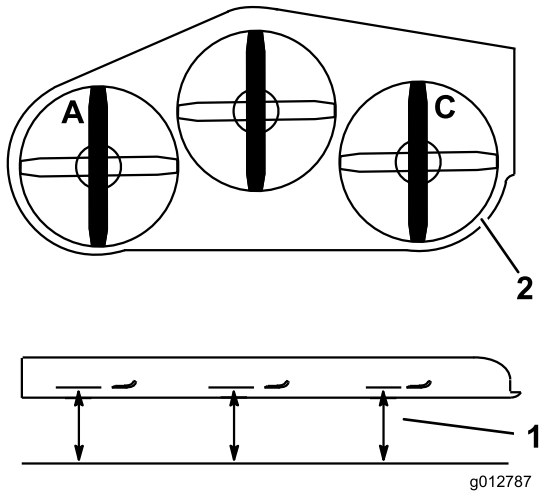

Figur 84
1. Plasser den venstre kniven på langs (Figur 84).
2. Mål den venstre kniven ved **A**-plasseringen, fra en jevn overflate til knivveggen på knivspissen, og noter denne målingen (Figur 84).
3. Plasser den høyre kniven på langs (Figur 84).
4. Mål den høyre kniven ved **C**-plasseringen, fra en jevn overflate til knivveggen på knivspissen, og noter denne målingen (Figur 84).
2. Plasser den venstre kniven på langs (Figur 84).
3. Mål den venstre kniven ved **A**-plasseringen, fra en jevn overflate til knivveggen på knivspissen, og noter denne målingen (Figur 84).
4. Plasser den høyre kniven på langs (Figur 84).
5. Mål den høyre kniven ved **C**-plasseringen, fra en jevn overflate til knivveggen på knivspissen, og noter denne målingen (Figur 84).